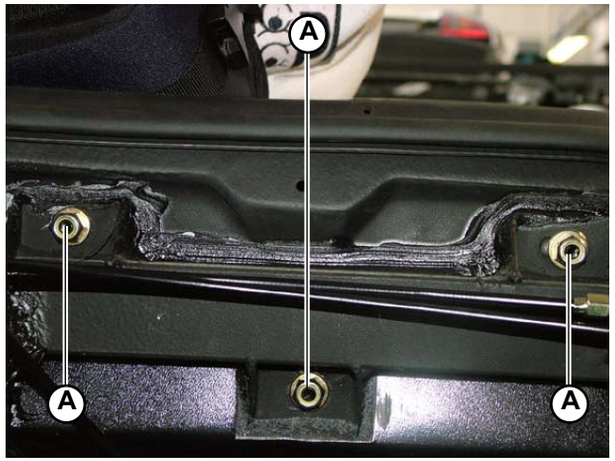

Fig.2
2. Connect the front bumper to the chassis using the 6 screws (**A-Fig.2**) (3 screws on the right and 3 screws on the left).